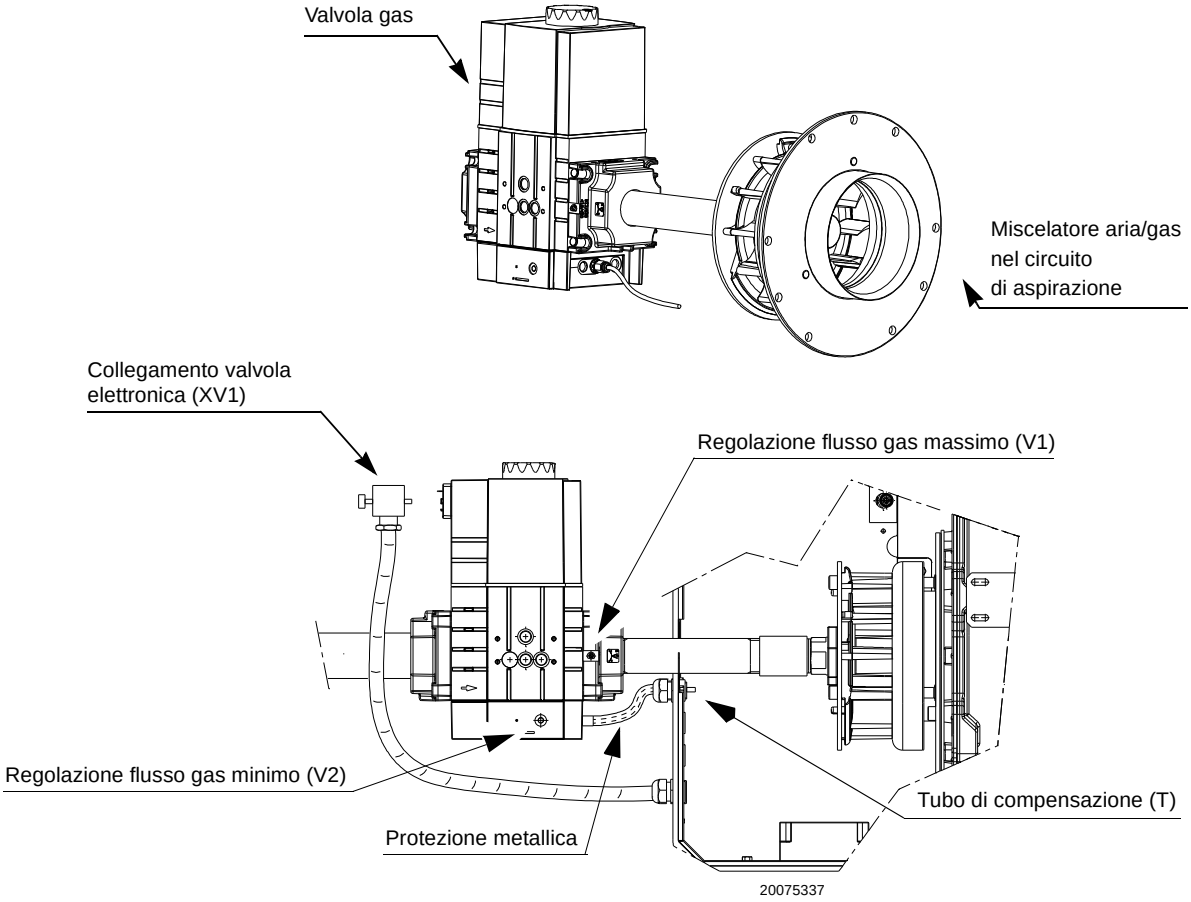

Fig. 13
– sfiatare l'aria dalla tubazione del gas mediante la vite sulla presa (Fig. 13 a pag. 14).